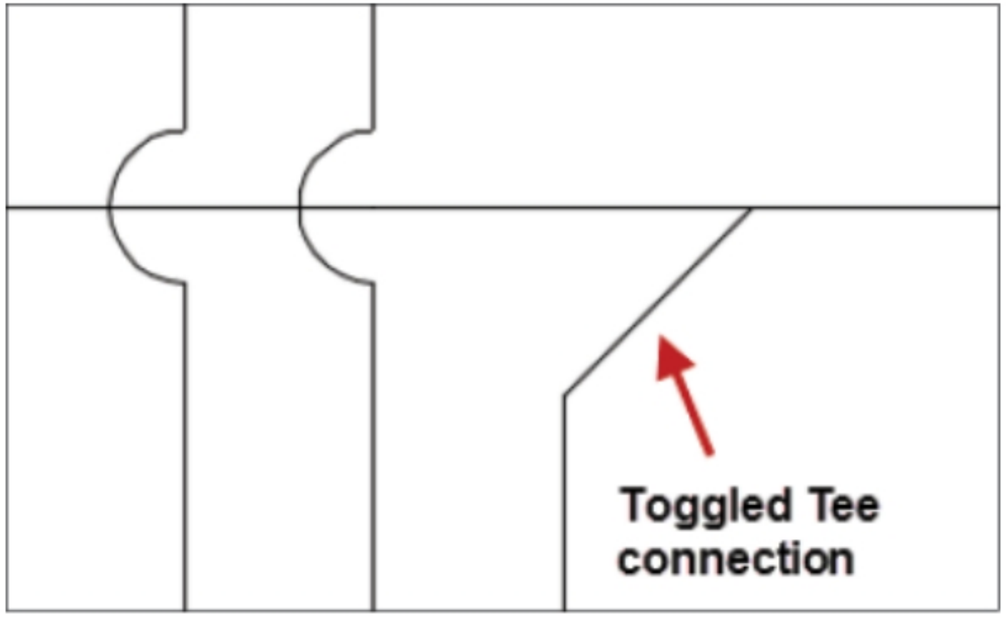

Figure-94. Toggled Tee Connection
- After selecting the connection(s), press **ENTER** from the keyboard. Preview of angled tee connection will be displayed; refer to Figure-94.